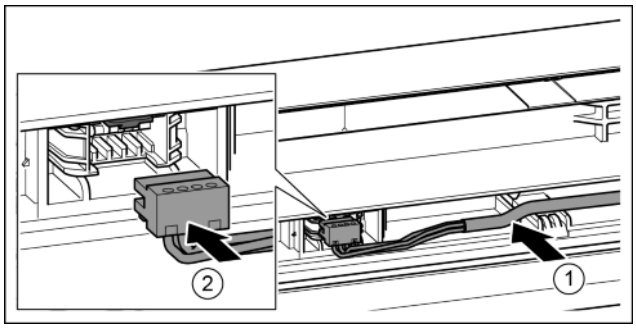

*Fig. 36*
▶ Insert the grey cable into the guide in the top door. *Fig. 36 (1)*
▶ Insert connector. *Fig. 36 (2)*